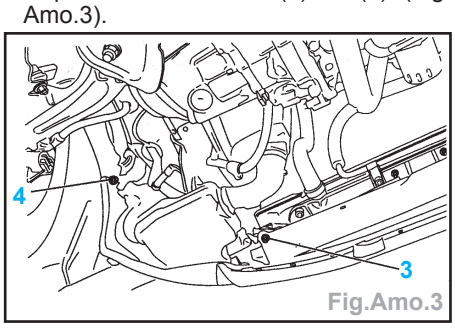

Fig.Amo.3
- Déposer les fixations (3) et (4) (Fig. Amo.3).